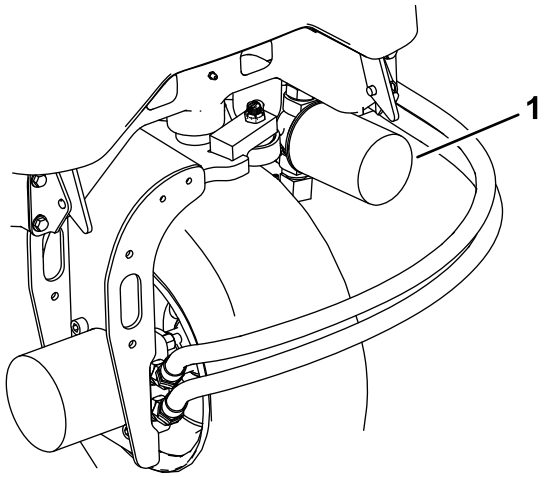
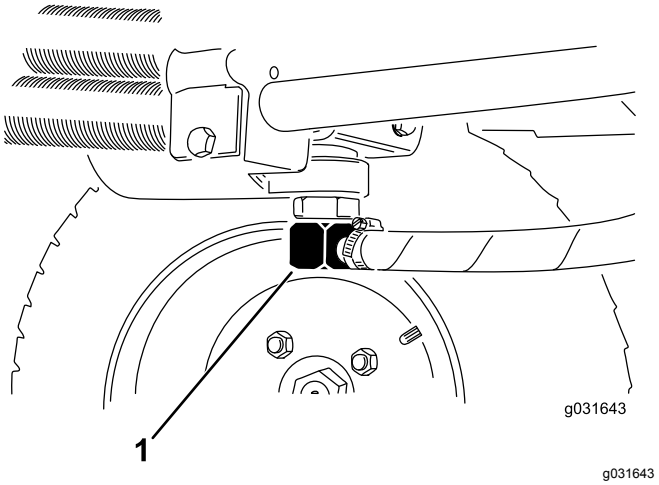

Figur 64
Figur 65
3. Rengör området där filtret ska monteras, placera ett avtappningskärl under filtret och ta bort filtret (Figur 64).
2. Lossa hydraulledningen eller ta bort hydraulfiltret och låt hydraulvätskan rinna ned i ett avtappningskärl (Figur 64 och Figur 65).
3. Sätt tillbaka hydraulledningen när hydraulvätskan har slutat att rinna (Figur 65).